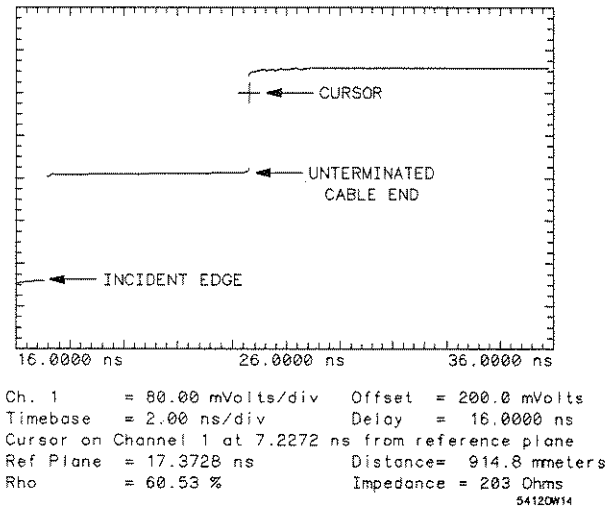

Figure 14-10. Measuring 36-Inch Gore Cable
3. Move the cursor to the unterminated end of the Gore cable i.e., the beginning of the reflected edge. See Figure 14-10.